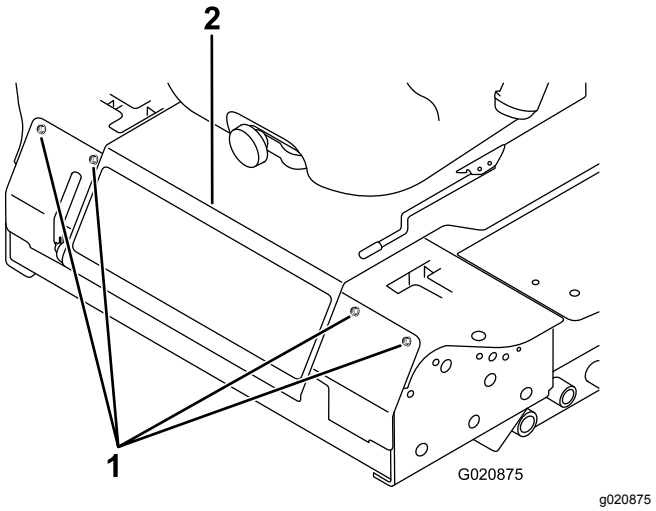

Rysunek 47
2. Usuń śruby mocujące panel przedni i zdejmij go (Rysunek 47).